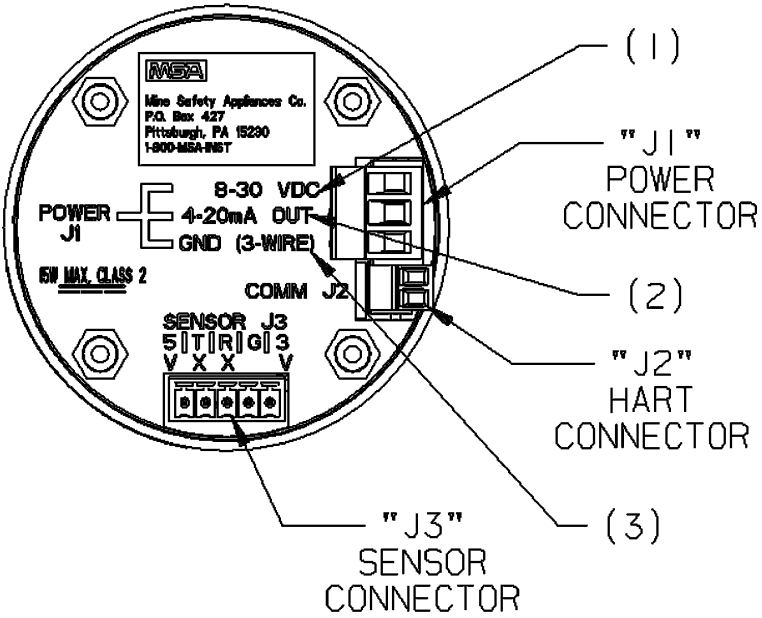

Рис. 9 Печатная плата
(1) Подключите провод питания 24 В п. т. к J1-1 [→ Рис. 9].
(2) Подключите J1-2 ко входу 4 - 20 мА дистанционной системы контроля.
(3) Подключите сигнальное заземление к J1-3.
(4) Подключите модуль датчика к клеммной колодке J-3 на главной печатной плате.
(5) Закройте крышку корпуса.